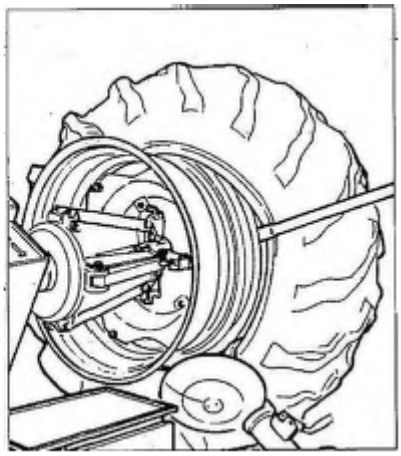

Рис. 27
13) Вставьте рычаг LA между ободом и бортом справа от инструмента (см. рис. 27).